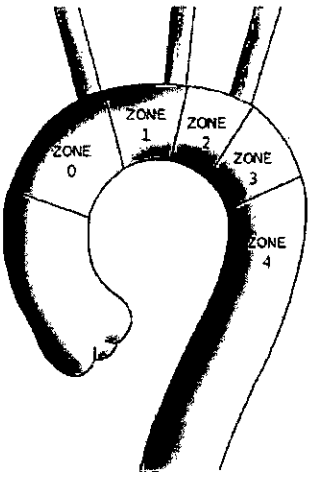

Figura 3. Zonas de colocación de la endoprótesis cubierta
■ El extremo proximal de la endoprótesis torácica Valiant Navion cubierta no debe colocarse más allá del origen de la arteria carótida común izquierda (zonas 0 o 1). Consulte la Figura 3.